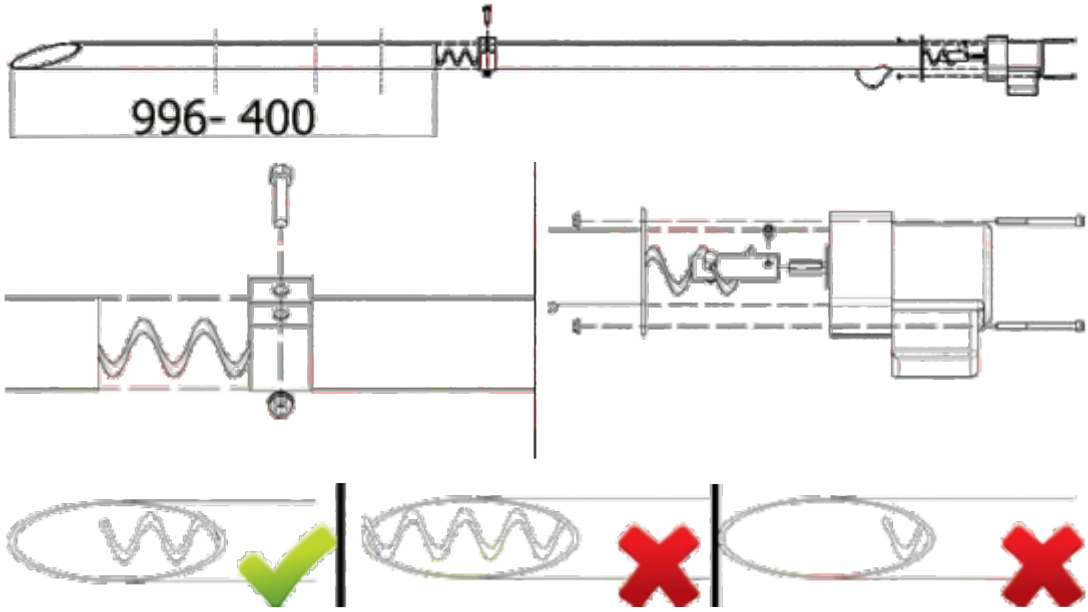

Рисунок 7. Схема установки винтового подающего устройства в штуцере бункера
- Д) отмерить и отрегулировать длину подающего устройства пеллет, не забывая при этом, что угол между основанием и трубой подающего устройства не должен превышать 45° (см. рис. 7);
- Е)подвесить подающее устройство на цепочке. (см. рис. 7);
При монтаже винтового подающего устройства соединение его с бункером производить как показано на рис. 7.